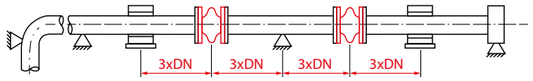

рис. 1
4. Перед началом монтажа необходимо отцентрировать подводящий и отводящий трубопроводы, зафиксировав их на расстоянии не менее 3*DN трубы от компенсатора. (рис. 1)
5. Компенсаторы следует устанавливать непосредственно за неподвижной опорой. За компенсатором следует предусмотреть подвижные опоры (рис. 1).